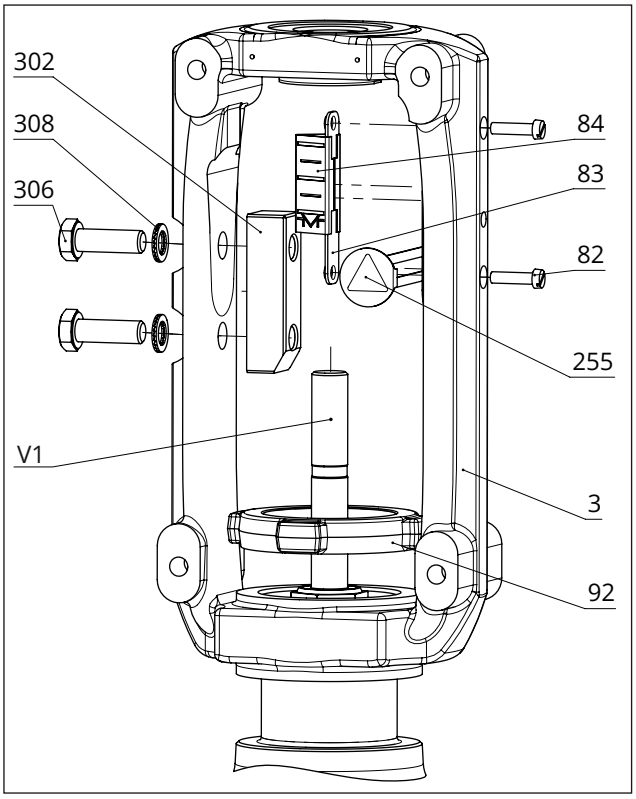
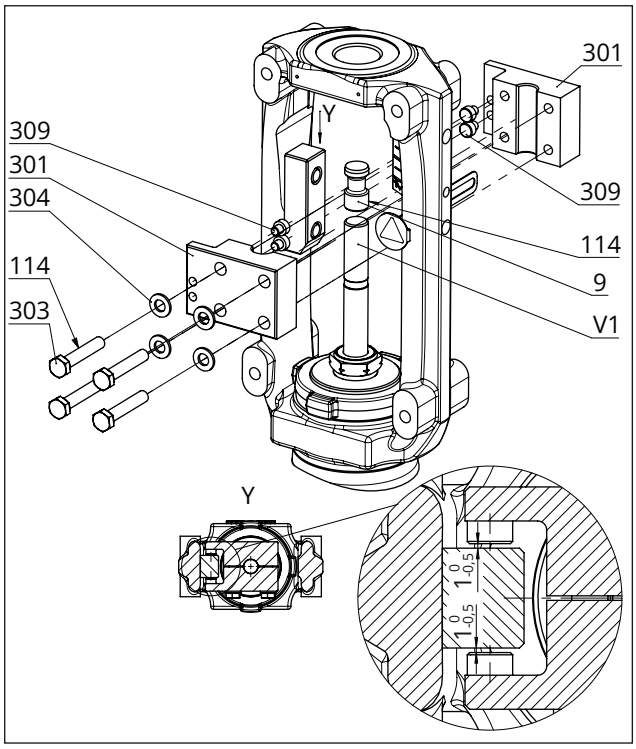

Bild 24: *Montageübersicht der Baugruppe Joch mit Hubschild in der Sonderausführung*
Bild 25: *Montageübersicht der Verdrehsicherung in der Sonderausführung*
Vgl. Bild 24 und Bild 25
– Zwischen den Gleitscheiben und ihrer Auflage am Joch ist ein nomineller Spalt zwischen 0,5 und 1 mm auf jeder Seite (vgl. Detail Y in Bild 25).